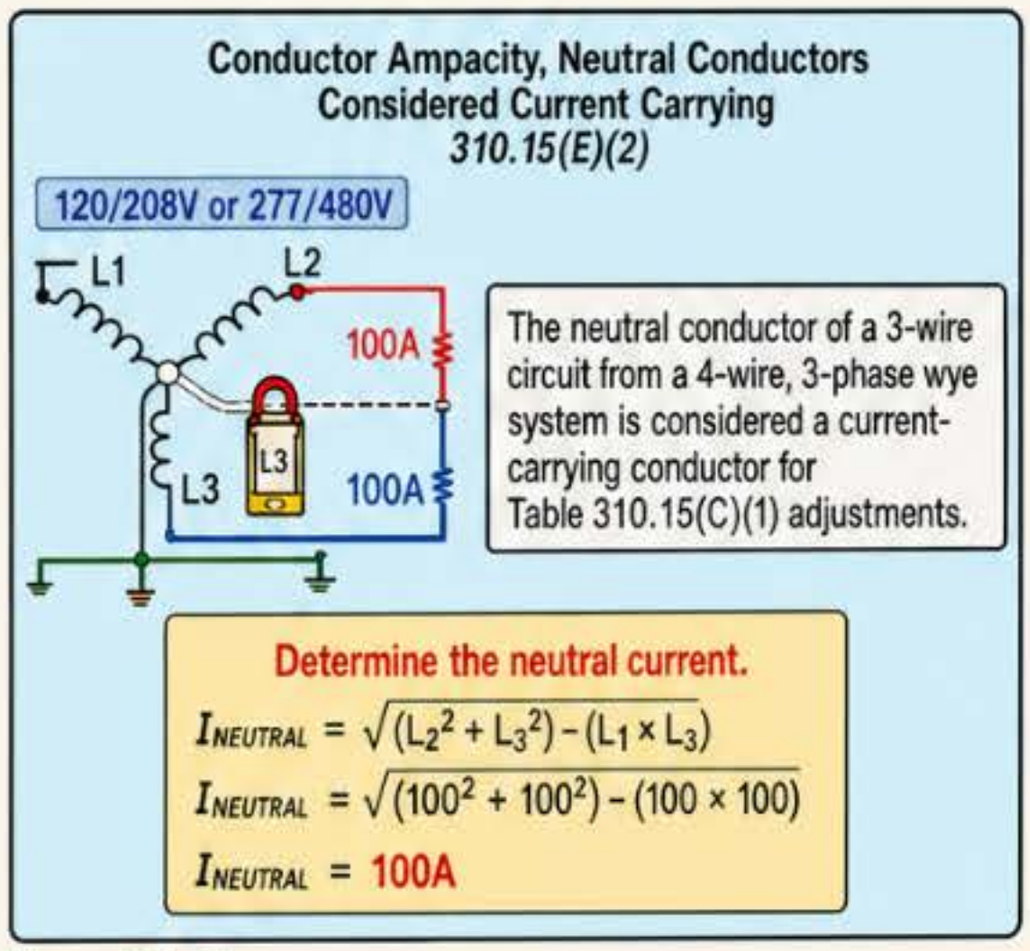

Figure 310-48
(2) Considered Current Carrying. The neutral conductor of a 3-wire circuit from a 4-wire, three-phase, wye-connected system carries approximately the same current as the line-to-neutral load currents of the other conductors and is considered a current-carrying conductor for conductor ampacity adjustments in accordance with Table 310.15(C)(1). • Figure 310-48